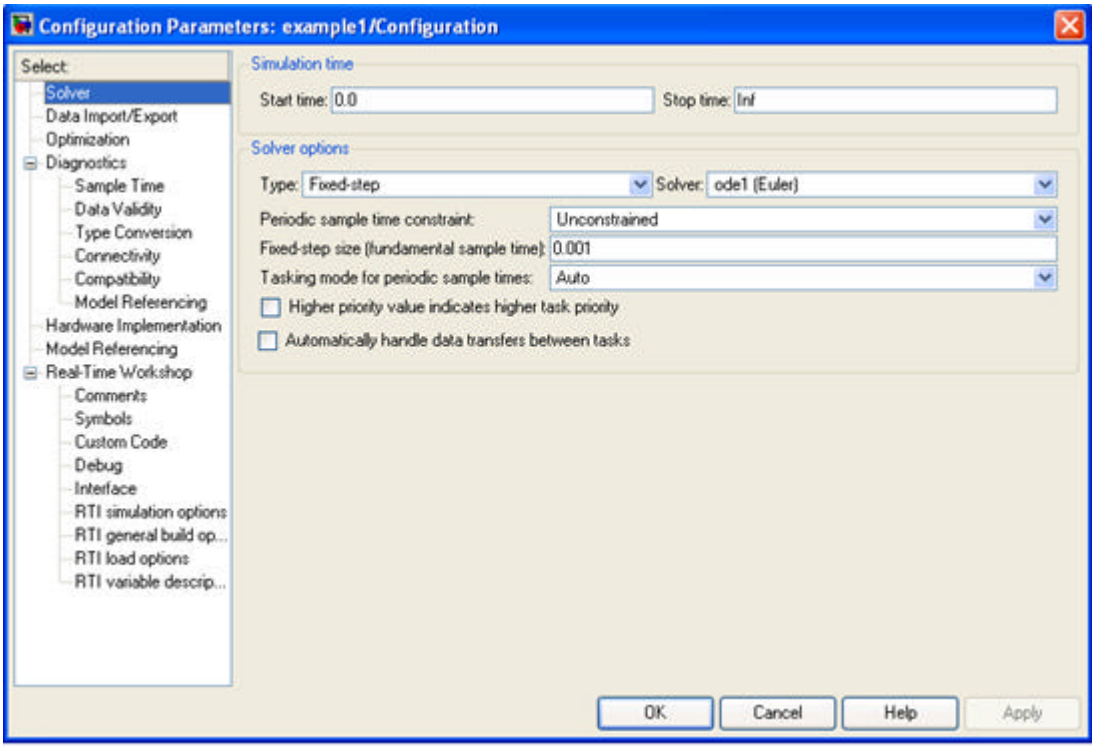

Figura 2.5 Ajuste de los parámetros de simulación para el modelo en Tiempo Real
- Ajuste el **Stop-Time** en "**inf**". Los parámetros de simulación serán como los de la figura 2.5